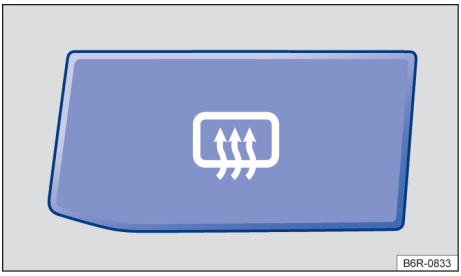

Fig. 77 No console central: botão do desembaçador do vidro traseiro.
- Pressionar o botão → Fig. 77 para ligar o desembaçador do vidro traseiro.